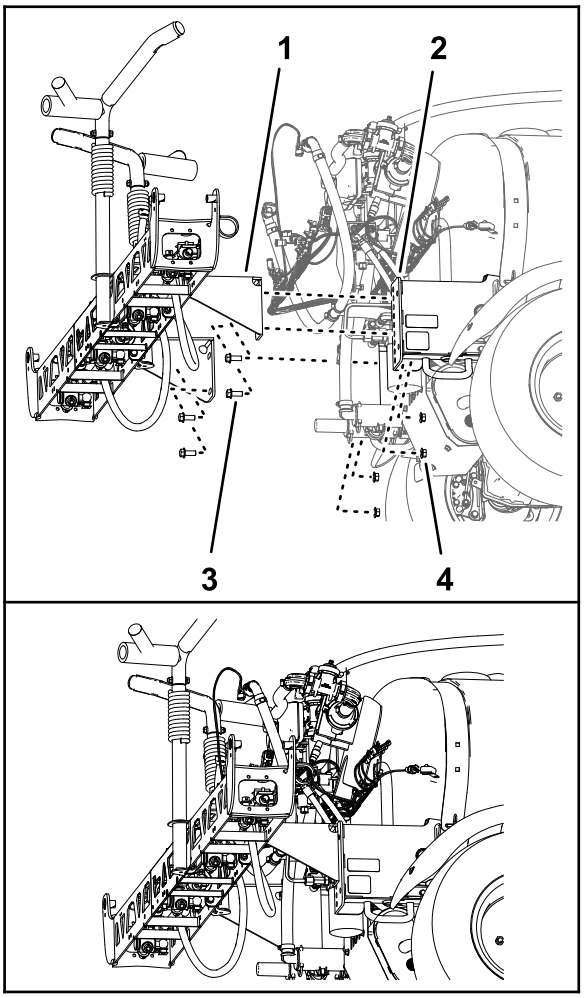

Figur 93
1. Bruk løfteutstyr med angitt løftekapasitet til å heve den midtre sprederseksjonen, og innrett hullene støttebraketten for sprederseksjonen (Figur 93) med hullene i monteringsplaten for maskinrammen som du identifiserte i trinn 3 av Fjerne den midtre sprederseksjonen (side 21).
2. Monter den midtre sprederseksjonen til monteringskanalene (Figur 93) med de fire flenshodeboltene (1/2 x 1 1/4 tomme) og fire flenslåsemutterne (1/2 tomme) som du fjernet i trinn 4 i Fjerne den midtre sprederseksjonen (side 21).